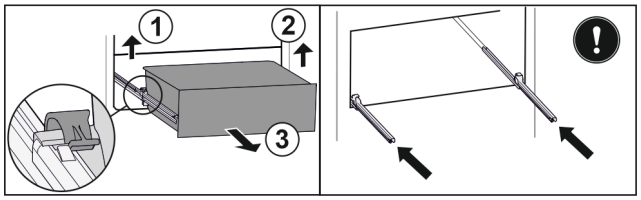

Fig. 35
▶ Lift the left clamp and simultaneously pull the drawer on the left to the front *Fig. 35 (1)*.
▶ Lift the right clamp and simultaneously pull the drawer on the right to the front *Fig. 35 (2)*.
▶ Remove the drawer to the front *Fig. 35 (3)*.